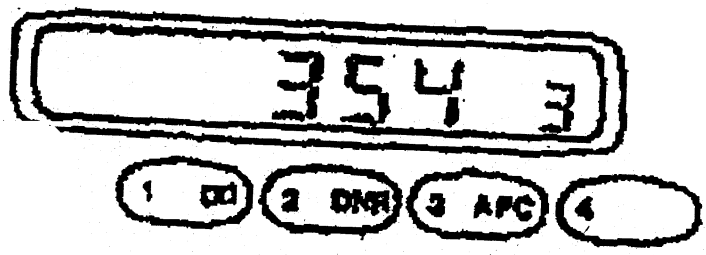

图20-33　输入防盗密码
4. 使用标有数字1-4的数字键输入密码,按键1输入第一位,按键2输入第二位,按键3输入第三位,按键4输入最后一位,如图20-33所示。